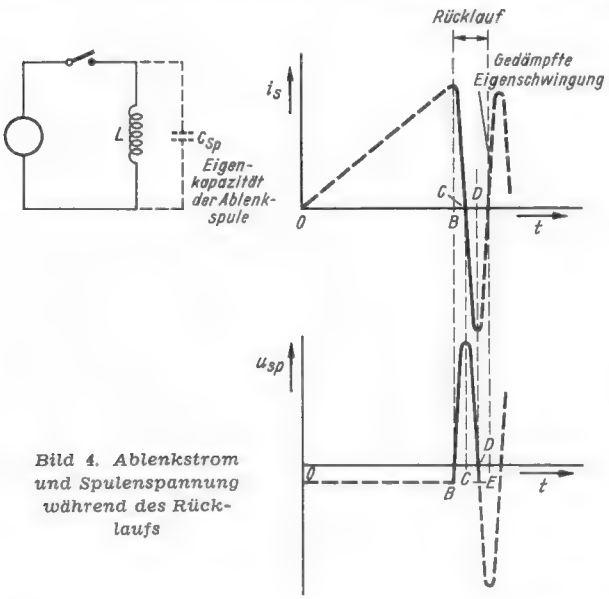

Bild 4. Ablenkstrom und Spulenspannung während des Rücklaufs
b) Abschnitt 2 (Bild 4) — Zeilenrücklauf —